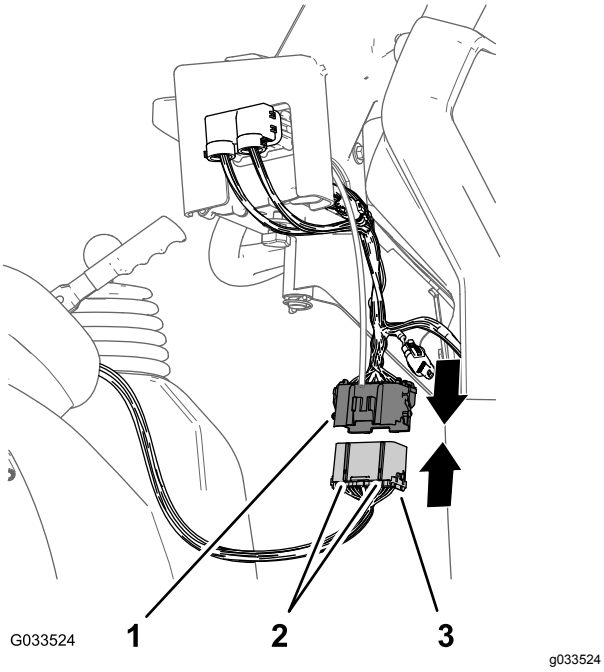

Figur 23
1. Innrett de to sporene i kontakten med 38 pinner på sprederens bakre ledningssats til de to kilesporene i kontakten med 38 sokler på den fremre ledningssatsen, som er koblet til kontrollkonsollen (Figur 23).
2. Koble koblingen til den bakre ledningssatsen på den fremre ledningssatsen helt til låsene på koblingen smekker korrekt sammen (Figur 23).